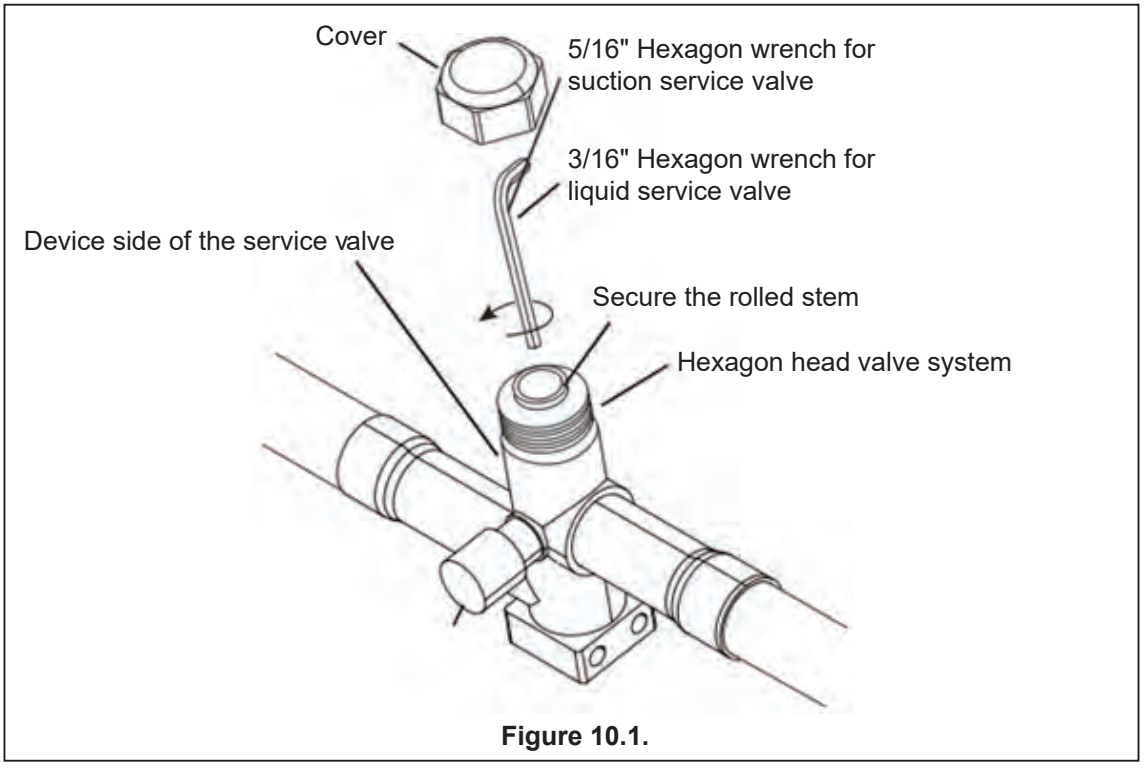

Figure 10.1.
1. Remove the valve cover (Figure 10.1.).